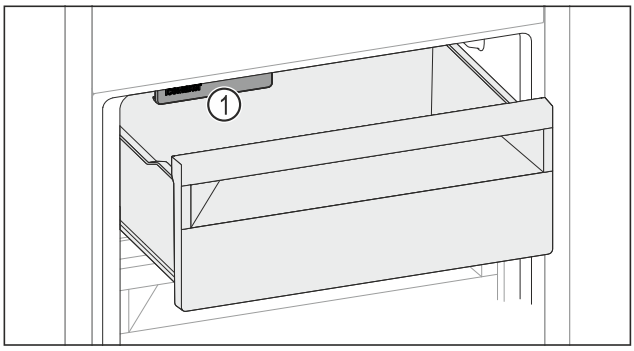

Fig. 164
▶ Dávejte pozor na IceMaker *Fig. 164 (1)*.